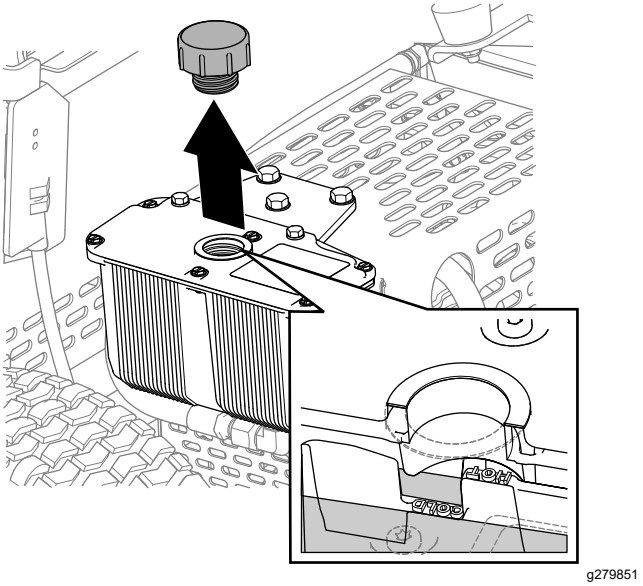

Figuur 36
3. Verwijder de dop en controleer het vloeistofpeil in het reservoir (Figuur 36).